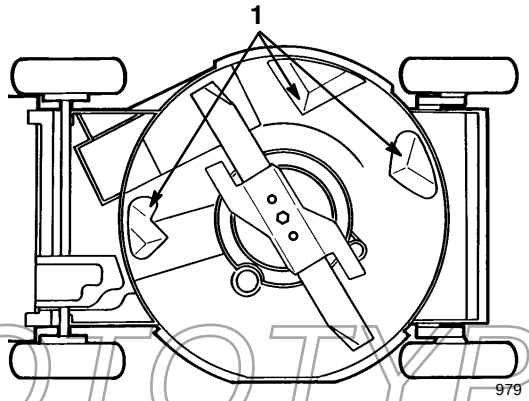

**Figure 17**
Keep the underside of the lawn mower housing clean. Be especially careful to keep the kickers free of debris (Fig. 17).
**4.** Tip the lawn mower onto its left side (Fig. 17).